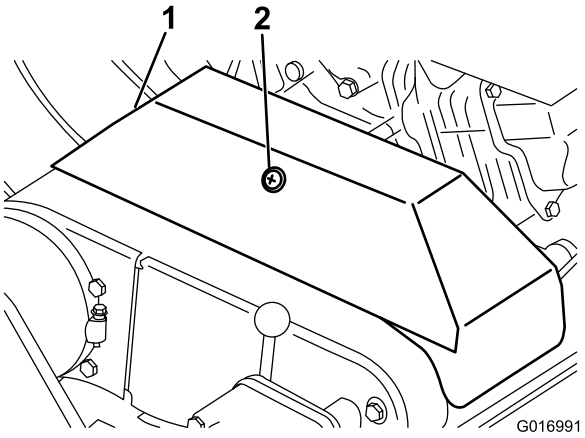

Figur 39
2. Løsn den holder, som fastgør kileremskærmen, og drej for at åbne skærmen (Figur 39).